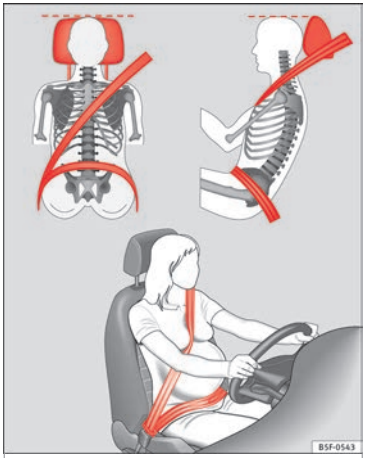

Fig. 55 Position of seat belt during pregnancy.
- **The shoulder part of the seat belt must lie on the centre of the shoulder, never across the neck. The seat belt must lie flat and snugly on the torso ››› Fig. 55.**
- **The lap part of the seat belt must lie across the pelvis, never across the stomach. The seat belt must lie flat and snugly on the pelvis ››› Fig. 55. Pull the belt tight if necessary to take up any slack.**